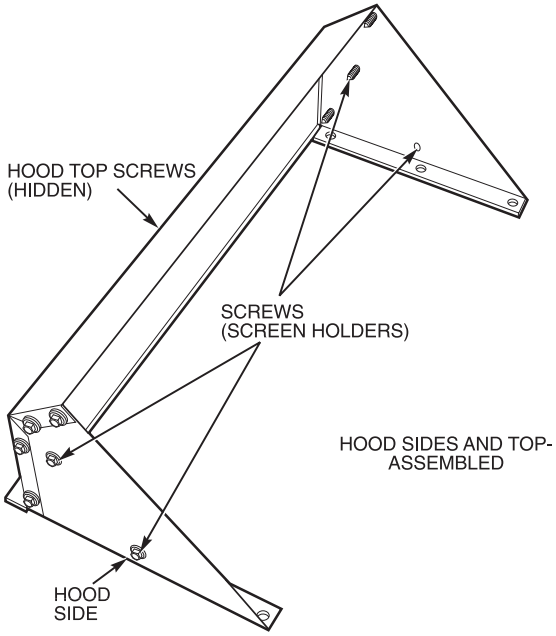
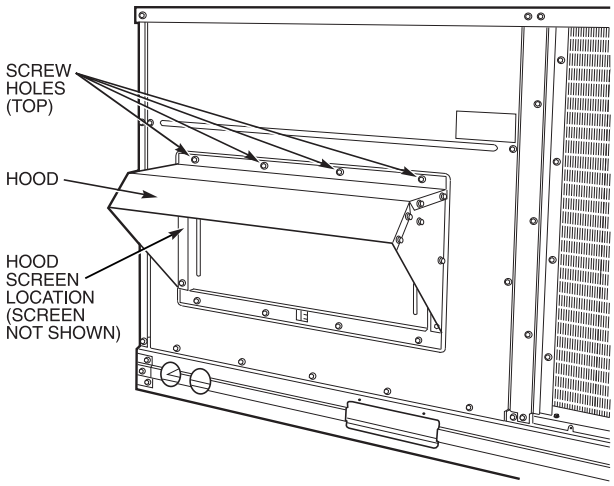

**Fig. 14 — Outdoor-Air Hood Details**
**Fig. 15 — Damper with Hood Attached**
5. Place hood on front of evaporator coil access panel. See Fig. 14 for hood details. Secure top of hood with the screws removed in Step 3. See Fig. 15.
7. Align screw holes on hood with screw holes on side of manual outdoor-air damper. See Fig. 14 and 15. Secure hood with 6 side screws from Step 6.
9. Remove and save screws currently on sides of hood. Insert screens. Secure screens to hood using the screws. See Fig. 15.